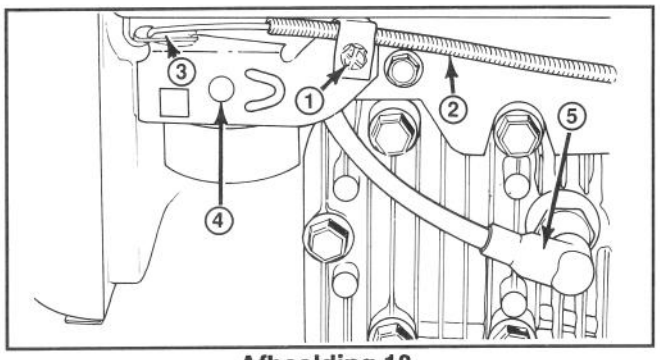

Afbeelding 18
1. Zet de motor af en trek de draad van de bougie (Afb. 18).
1. Zet de motor af en wacht totdat de motor is afgekoeld. Trek draad van bougie (Afb. 18).
1. Zet de motor af en trek draad van de bougie (Afb. 18).
1. Zet de motor af en trek de draad van bougie (Afb. 18).
3. Maak de kabelklemschroef los, totdat de gaskabel heen en weer geschoven kan worden (Afb. 18). Breng de gasklephendel en de gasklepbeugel in één lijn met behulp van een pen met een doorsnede van 3 mm. Draai de kabelklemschroef weer vast.